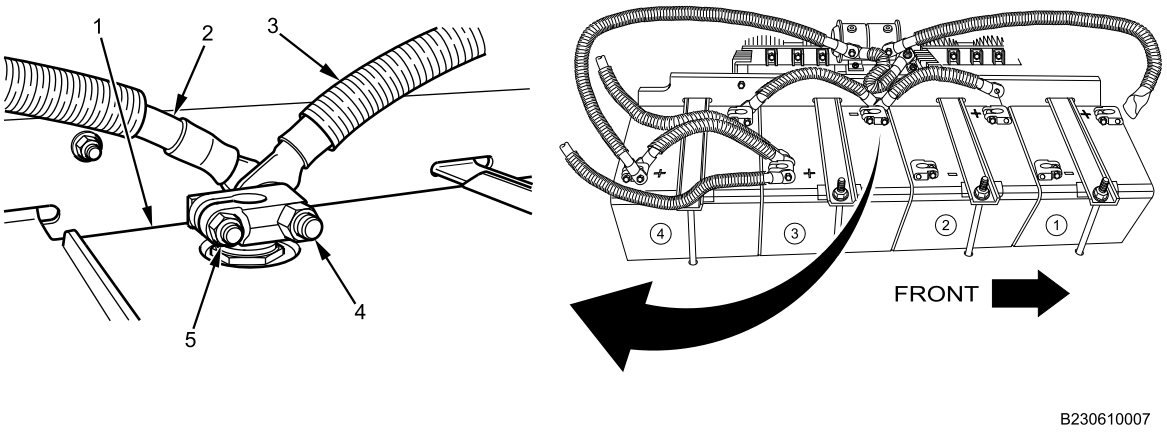

Figure 9. Battery 3 Negative Connections.
9. Install terminal bolt, battery 3 ground-to-battery 4 ground jumper cable terminal (Figure 9, Item 2), and battery 2 positive-to-battery 3 ground jumper cable terminal (Figure 9, Item 3) on battery 3 negative stud adapter clamp (Figure 9, Item 5).
10. Install nut (Figure 9, Item 4) on terminal bolt on negative stud adapter clamp (Figure 9, Item 5) of battery 3 (Figure 9, Item 1) and tighten securely.